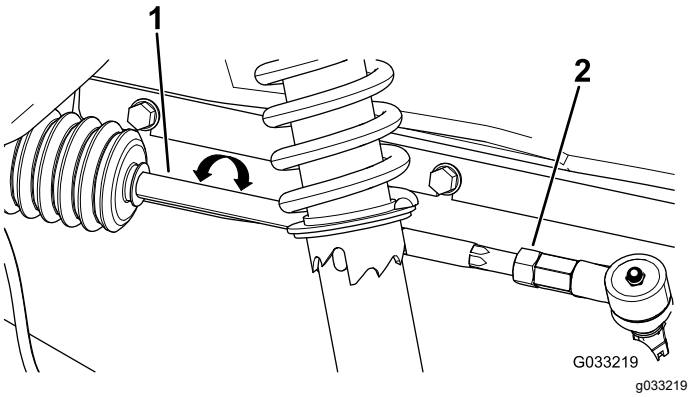

Figuur 46
2. Als deze afstand buiten het bereik van 0 tot 6 mm valt, moet u de contramoeren aan het uiteinde van de spoorstangen losdraaien (Figuur 46).